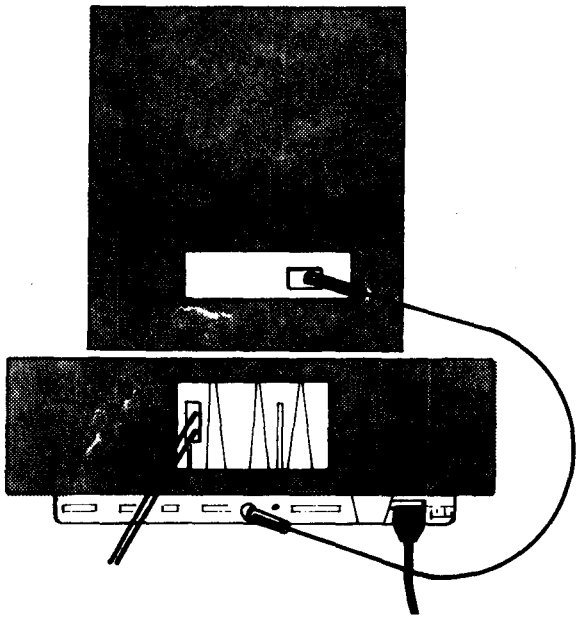

Figure 16. Connections of Apple computer to screen and multiplexer.
a. Connect all Apple computers to multiplexer: Using ribbon cable, connect one end to the Apple/Corvus controller card (located inside the Apple computer) and the other end to the multiplexer slot (located inside the multiplexer) (see Figure 16).
b. Connect Apple computers to video screens: Use video output cables, as shown in Figure 16.